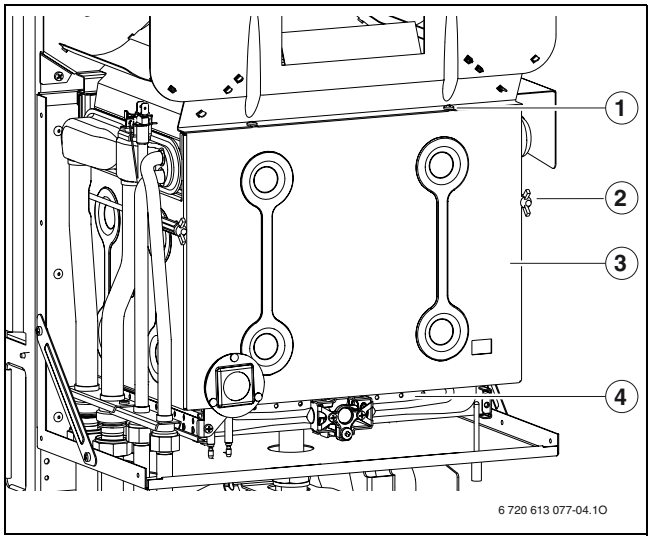

Bild 30 Brenner öffnen
- Die zwei Schrauben oben [1]und die zwei Flügelschrauben [2] an den Seiten lösen (→ Bild 30).
- Vorderwand der Brennerkammer und Brenner abnehmen (→ Bild 30).